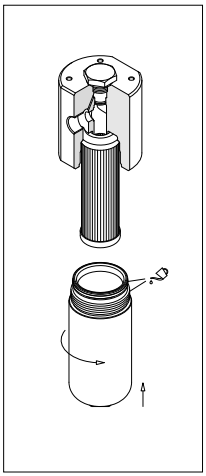

fig. 13
- (Fig. 13) Lubrificare il filetto e l'O-ring del contenitore, quindi avvitare il contenitore facendo riferimento alla tabella delle coppie di serraggio al paragrafo 3